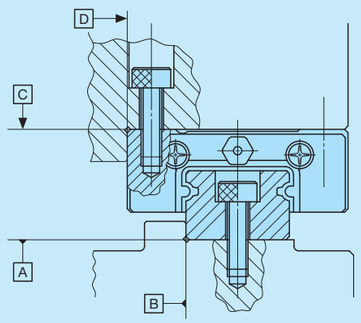

Fig. 2 Reference mounting surface and typical mounting structure
❶ Mounting surface, reference mounting surface and general mounting structure
When mounting the ML(F) series and LWL(F) series, properly align the reference mounting surfaces B and D (D1 or D2)of the track rail and slide unit with the reference mounting surface of the table and bed and fix them. (See Fig. 2)